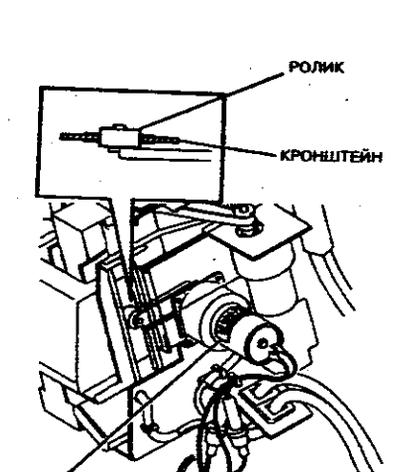

**Рисунок 4. Установка двигателя транспортера №1 (MOT11-080)**
2. (Рисунок 4) При установке двигателя транспортера №1 (MOT11-080) следите за правильностью положения ролика в кронштейне и двигателя, этикетка которого должна быть сверху.